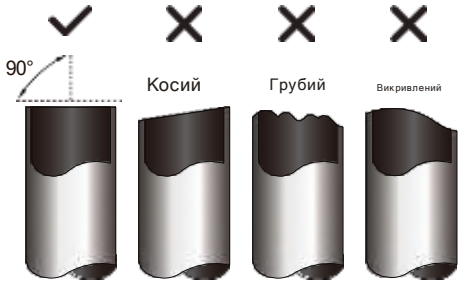

Рис. 5.1
3. Переконайтеся, що трубу розрізано під ідеальним кутом 90°. Відноситься до**Рис. 5.1**для поганих прикладів.